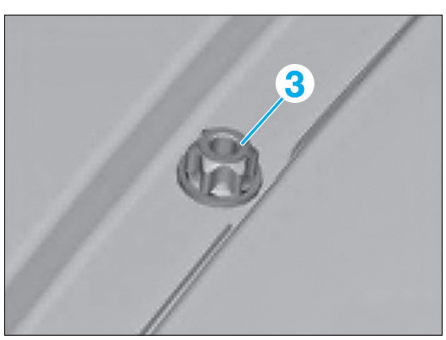

FIG. 21
- Déposer les 4 vis (3) dans le canal de toit **(Fig.21)**.
• Etancher les 4 vis (3) dans le canal de toit **(Fig.21)**.